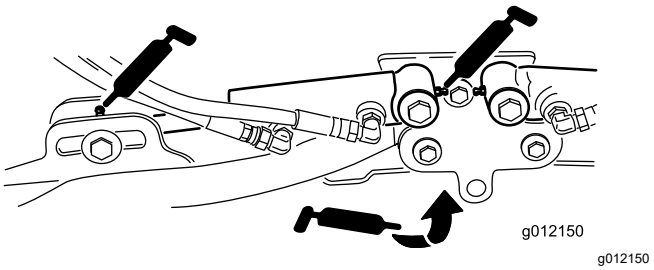

Figuur 102
- Cilinders van hefarm van maaidek (2 elk) (Figuur 102)
- Draaipunten van hefarm (1 elk) (Figuur 102)